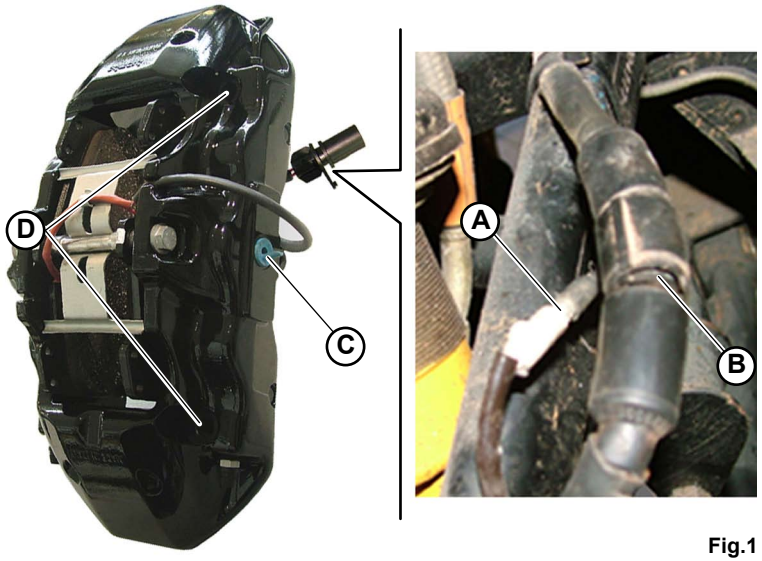

Fig.1
1. Disconnect the connector for the pads (**A-Fig.1**).
2. Disconnect the ABS connector (**B-Fig.1**).
3. Disconnect the brake fluid pipe (**C-Fig.1**) carefully collecting the brake fluid that leaks out in an oil pan.
4. Unscrew the two screws (**D-Fig.1**) that secure the brake calipers.